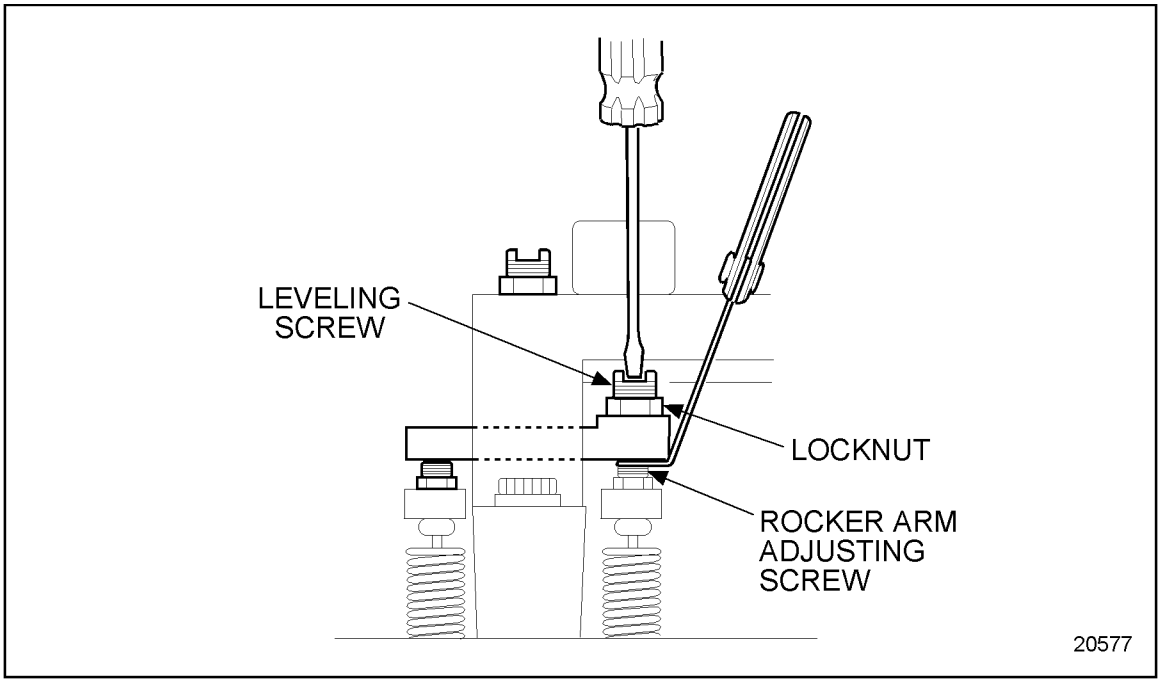

Figure 12-11 Adjusting Leveling Screw
5. Place the feeler gage from step 4 between the leveling screw and the rocker arm adjusting screw. Turn the leveling screw clockwise until a light drag is felt on the feeler gage. See Figure 12-11.